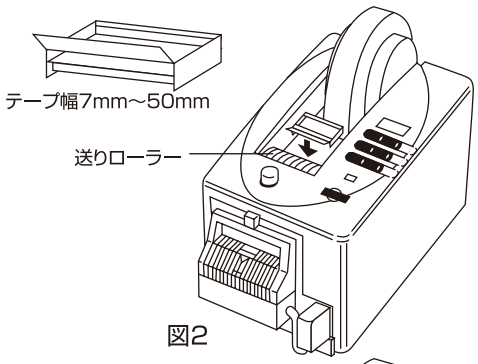

図2
1. アタッチメントにテープを通してから、送りローラーにテープを付着させてください。（図2）